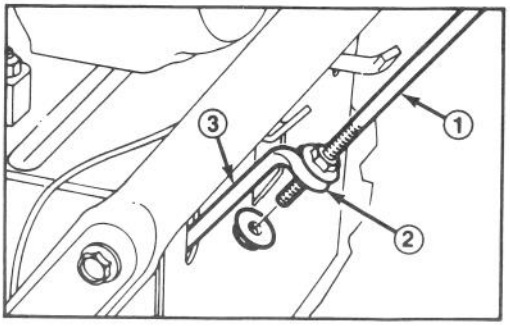

Abbildung 3
2. Antriebsstange durch Luppe in die untere Antriebsstange einstecken (Abb. 3).
3. Eine Bundmutter (Bundseite nach oben) auf das Ende des Antriebgestänges zur Luppe in der unteren Antriebsstange anschrauben (Abb. 3).
6. Bundmuttern an der Antriebsstange (Abb. 3) festziehen, bis dieser Abstand erreicht ist.